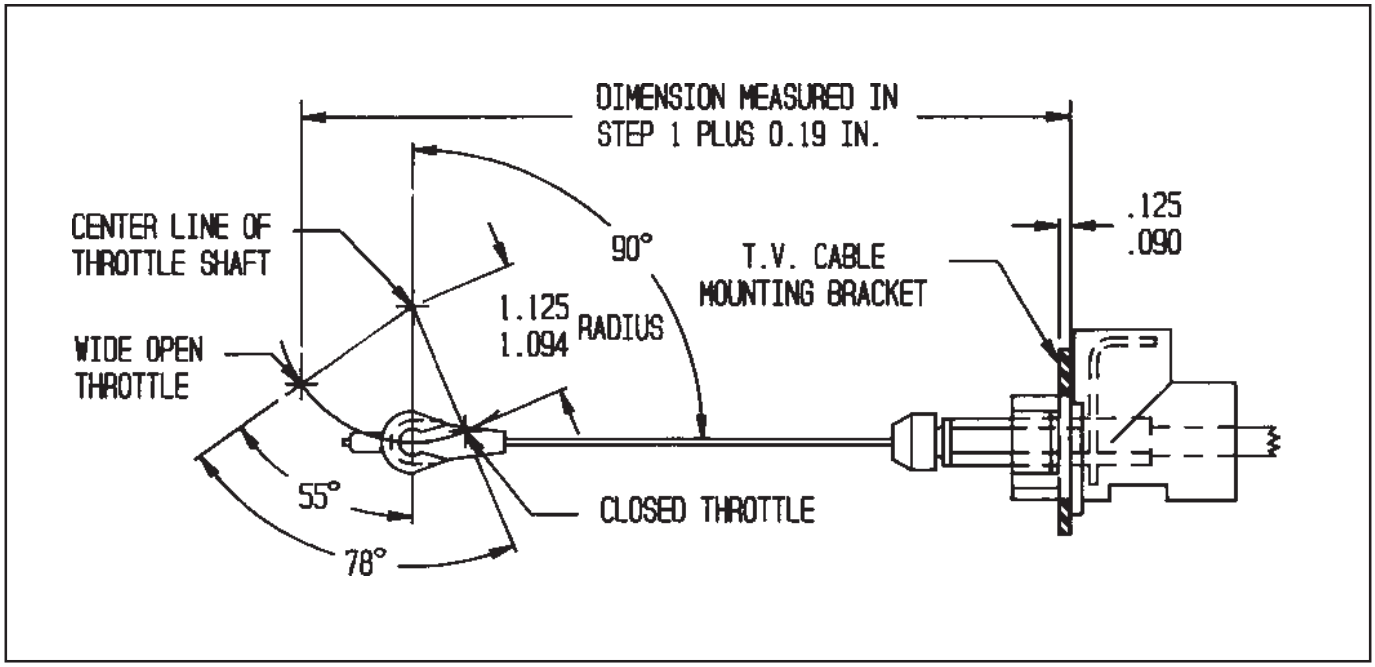

Figure 16
STEP 2. Add 3/16" (0.19 in.) to the measurement obtained in **Step 1**, this is the perpendicular measurement from the REAR FACE of the T.V. cable mounting bracket to the WIDE OPEN THROTTLE position of the T.V. cable connector pin on the throttle bellcrank **(See Fig. 16)**.
STEP 3. The T.V. cable bellcrank must be perpendicular (90 degrees) to the T.V. cable when the throttle is 25 percent (1/4) open **(See Fig. 16)**, this geometric relationship is critical to insure that the T.V. mechanism moves in the correct proportion to the throttle opening. The mounting location for the T.V. cable connector pin will have to be established on the throttle bellcrank at a radius of 1.094 / 1.125 in. There may a suitable existing hole at the correct radius on the throttle bellcrank, otherwise you will have to fabricate an attachment to the bellcrank that will properly locate the connector pin.